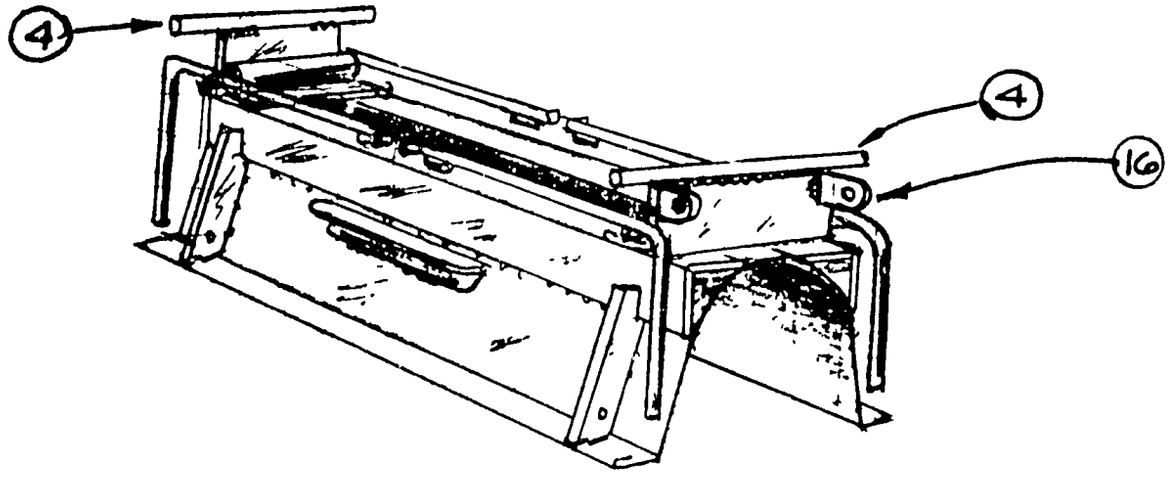

FIGURE 13 WELD ON HINGE PIECES (16) ON BOTH ENDS USING DOORS (6) AS GUIDES. ALSO WELD ON TWO RODS (4).
4. Mild steel rods, 10mm x 15.2cm (3/8" by 6"). See Figure 13. Two are needed. These are welded in place to make the form stand a little taller so the levers will not touch the work bench while the mortar is being tamped into the form. They also provide a wider base.
16. Steel bar, 19mm x 2.5cm x 6mm (3/4" x 1" x 1/4"). See Figure 13. Four are needed. Bore 6mm (1/4") hole for the hinge rod as shown. No. 15 pivots in these holes to make hinges for the doors. Parts No. 16 are welded to part No. 3 in such position as to be as far to the outside edge of the door as possible. It is best to make a trial positioning of the door and parts No. 15 and 16 by tack welding No. 16 lightly before welding it permanently. Then it is possible to make sure that the door is going to be in such place that the pipe will have its proper position.